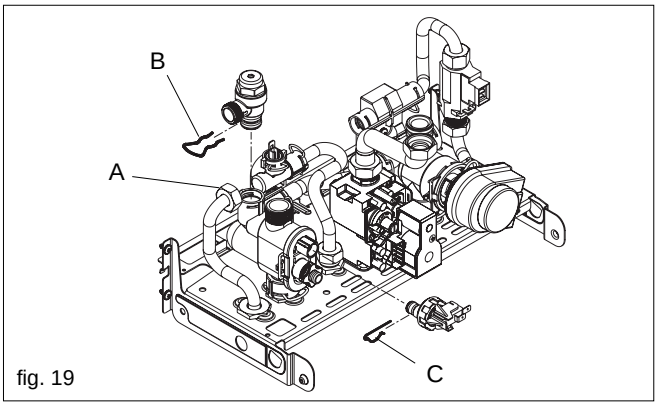

fig. 19
6.6 SAFETY VALVE (fig. 19)
6.8 WATER PRESSURE SWITCH (fig. 19)